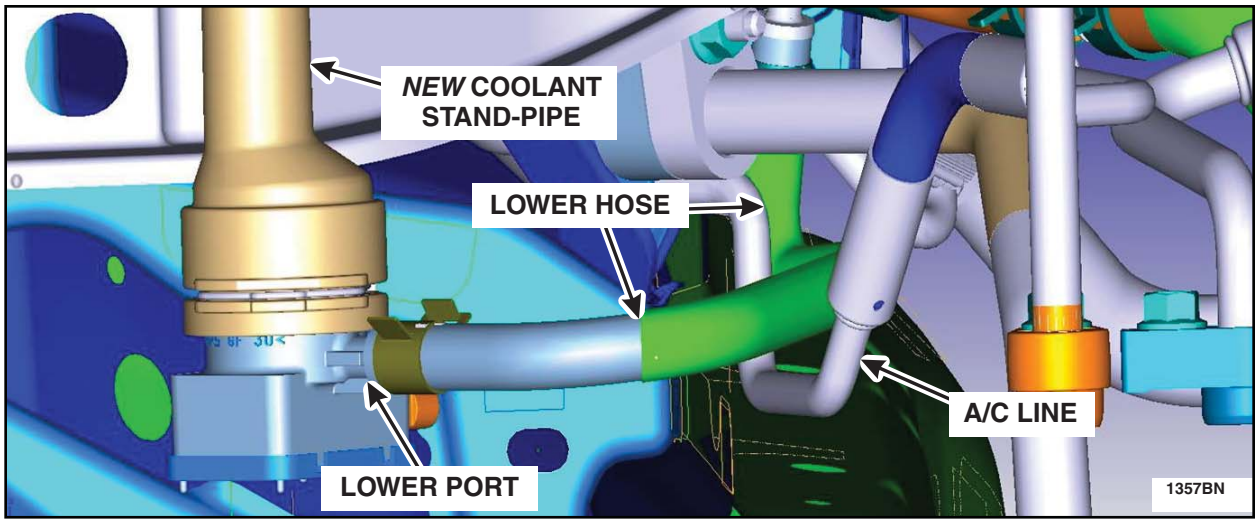

FIGURE J5
- Route the lower hose between the A/C lines and to the *new* coolant stand-pipe. See Figure J5.